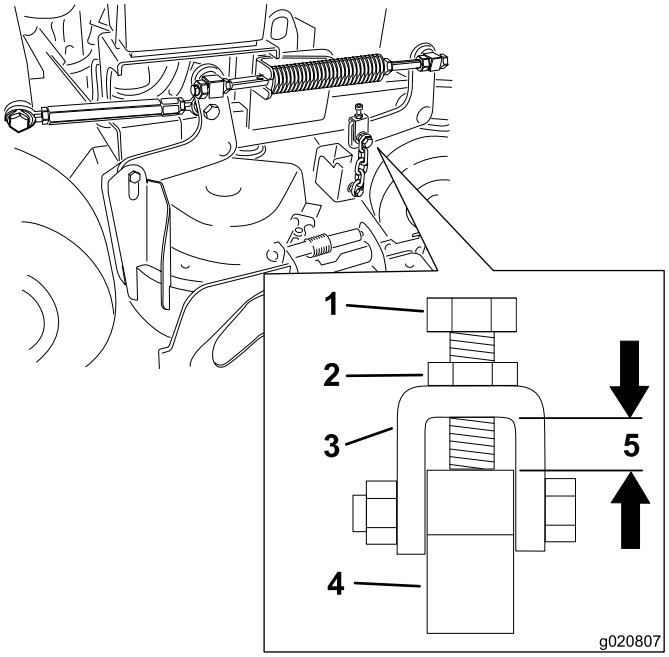

**Figur 83**
**Merk:** Avstanden må være 11 mm, som vist i Figur 83.
12. Løsne låsemutteren og juster justeringsbolten for å oppnå den korrekte avstanden som vist i Figur 83.